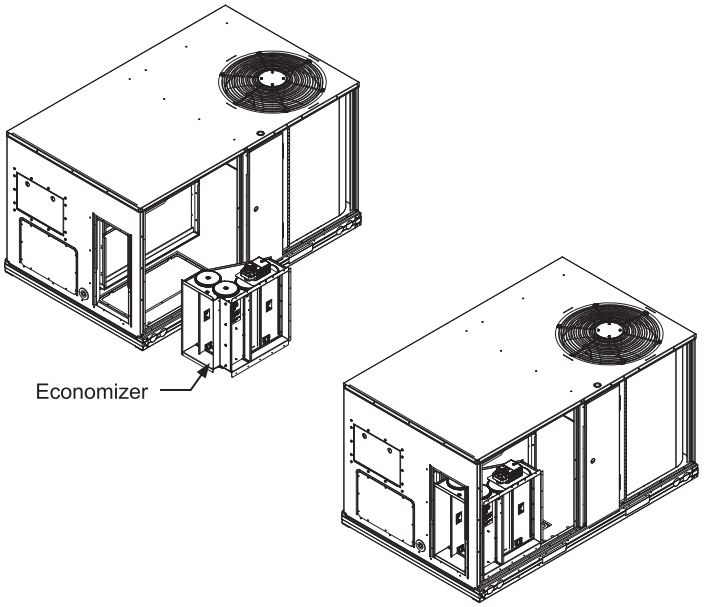

Figure 2 - Economizer Installed in R/A Section
Step 4: Place the economizer into R/A section of unit. See Figure 2. No fasteners are needed, economizer is sitting on R/A cover in unit.